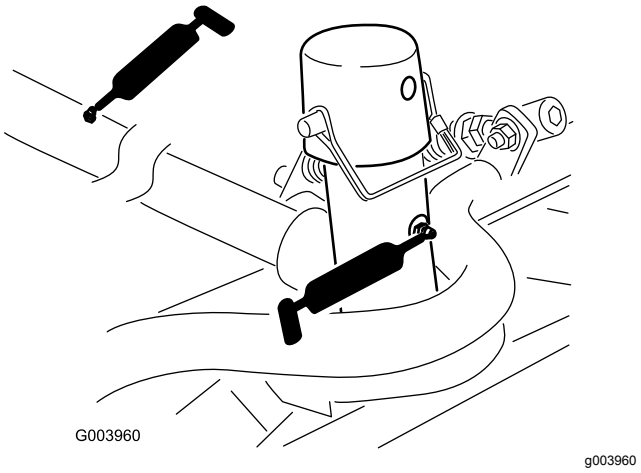

Figur 78
- Klippenhetens bärram och svängtapp (2 var) (Figur 78)